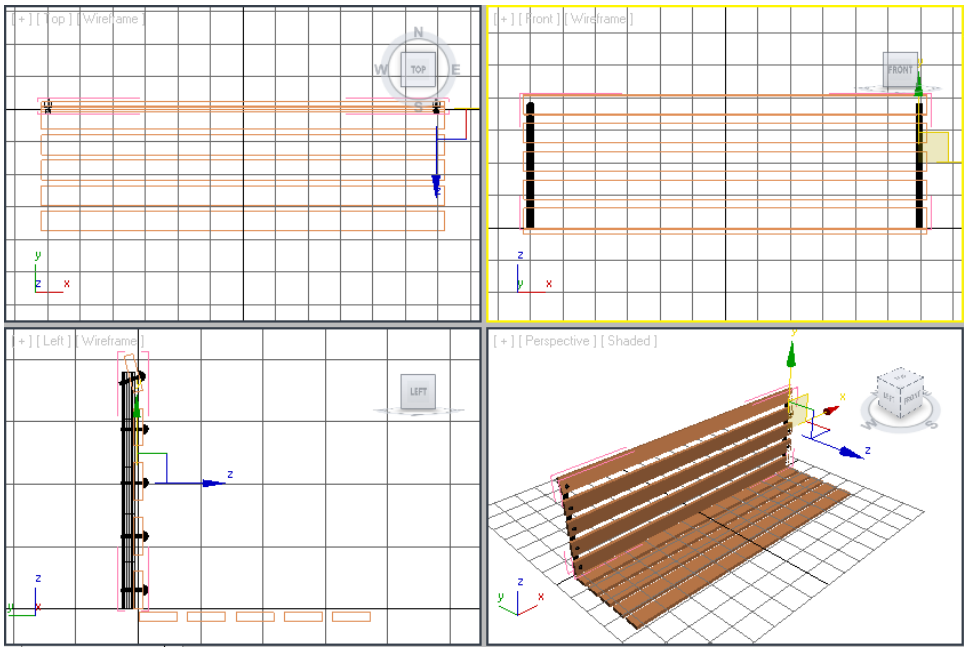

Figure 3-52 *The right side rivets displayed in all viewports*
2. In the **Clone Options** dialog box, make sure that the **Copy** radio button is selected. Set the value **1** in the **Number of Copies** spinner. In the **Name** spinner, enter **right side rivets** to modify the name of the group and choose **OK**; the *right side rivets* are displayed, as shown in Figure 3-52.